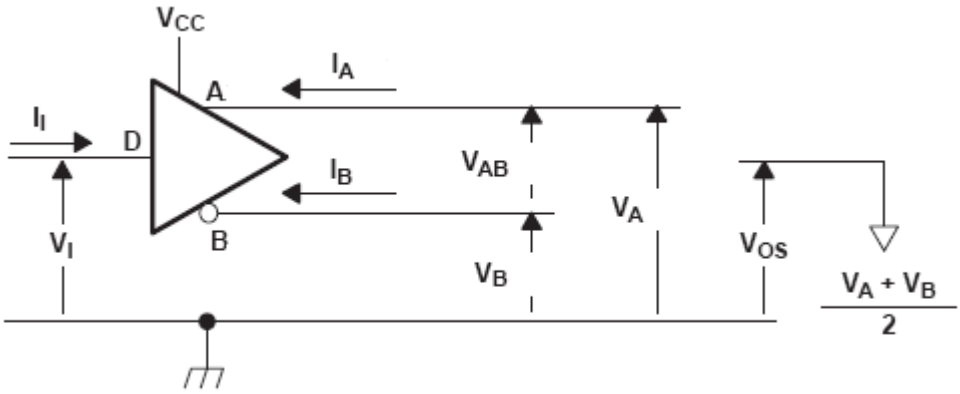

Figure 3. Driver Voltage and Current Definitions
4. See Figure 3. DC Measurements reference.